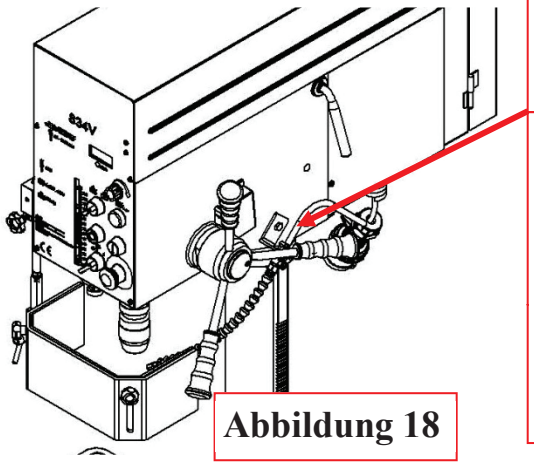

Abbildung 18
6. Bitte öffnen Sie das Wasserablassventil und stellen Sie nach dem Einschalten die richtige Wasserablassmenge ein. **(Abbildung 18)**